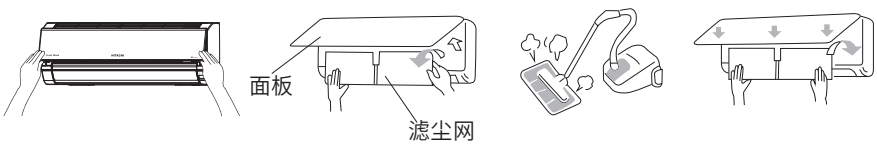

图1
1.双手握住室内机面板两端，按图1箭头方向打开，一手托住面板，另一只手将滤尘网稍微拿起来，并将面框下部的卡爪（三个位置）解开，然后把滤尘网向下面取出。